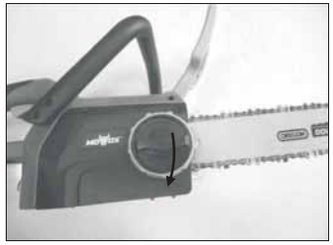

Fig.2G
8. Assurez-vous que la chaîne soit correctement positionnée dans le rail du guide-chaîne et quele guide-chaîne soit fixé correctement, puis tournezla mollette de verrouillage dans le sens des aiguilles d'une montre jusqu'à sa butée. (Fig.2G)